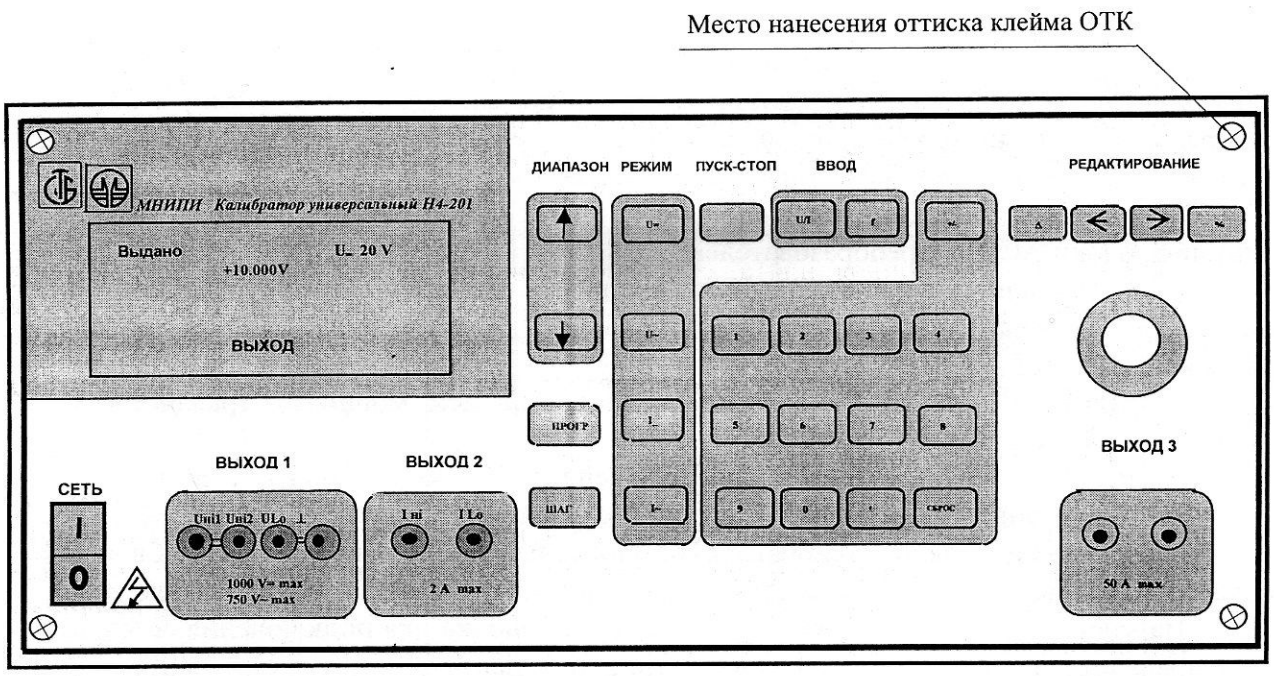
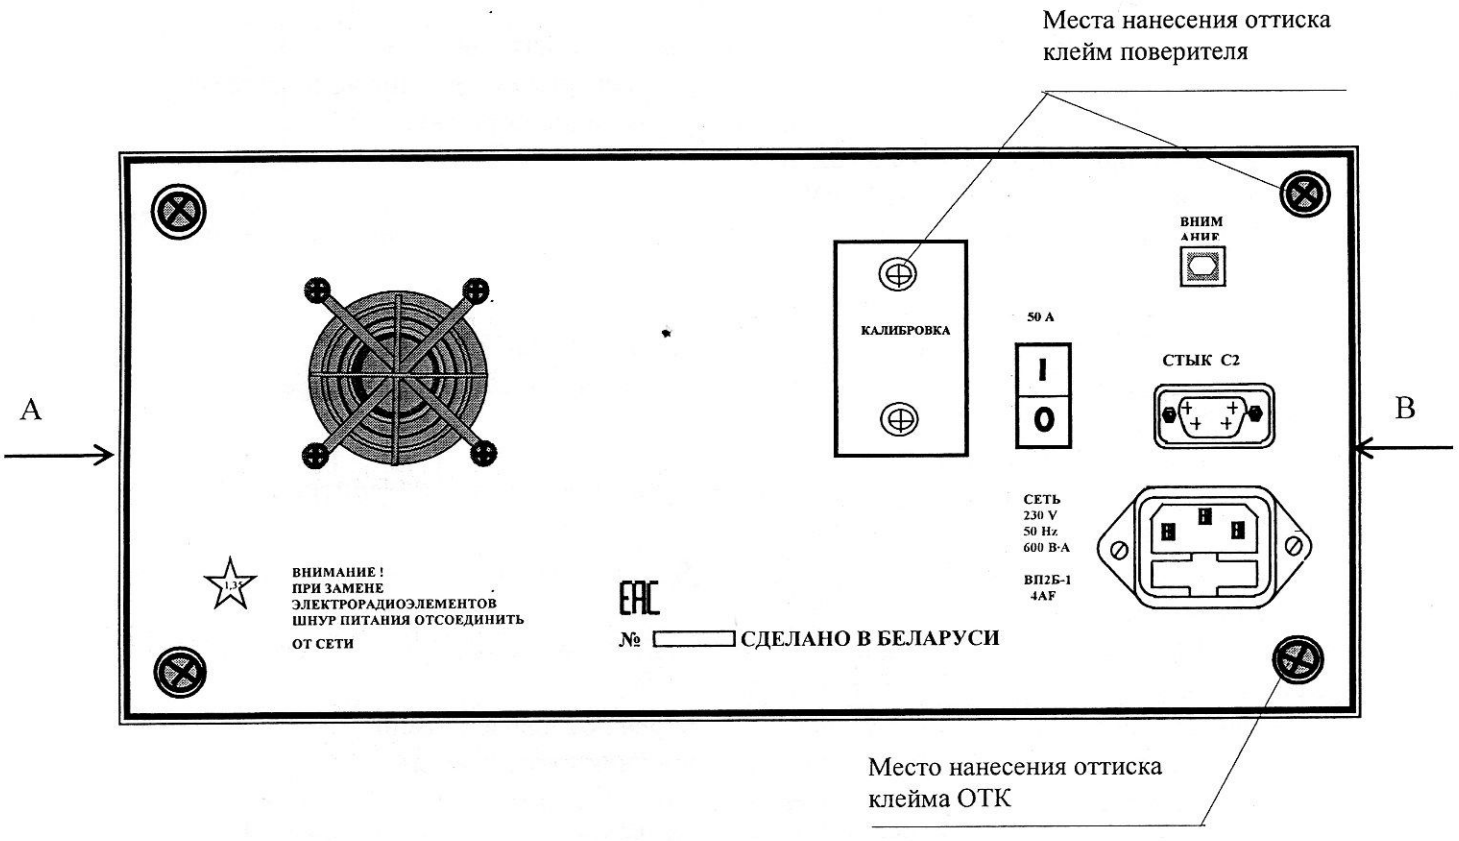
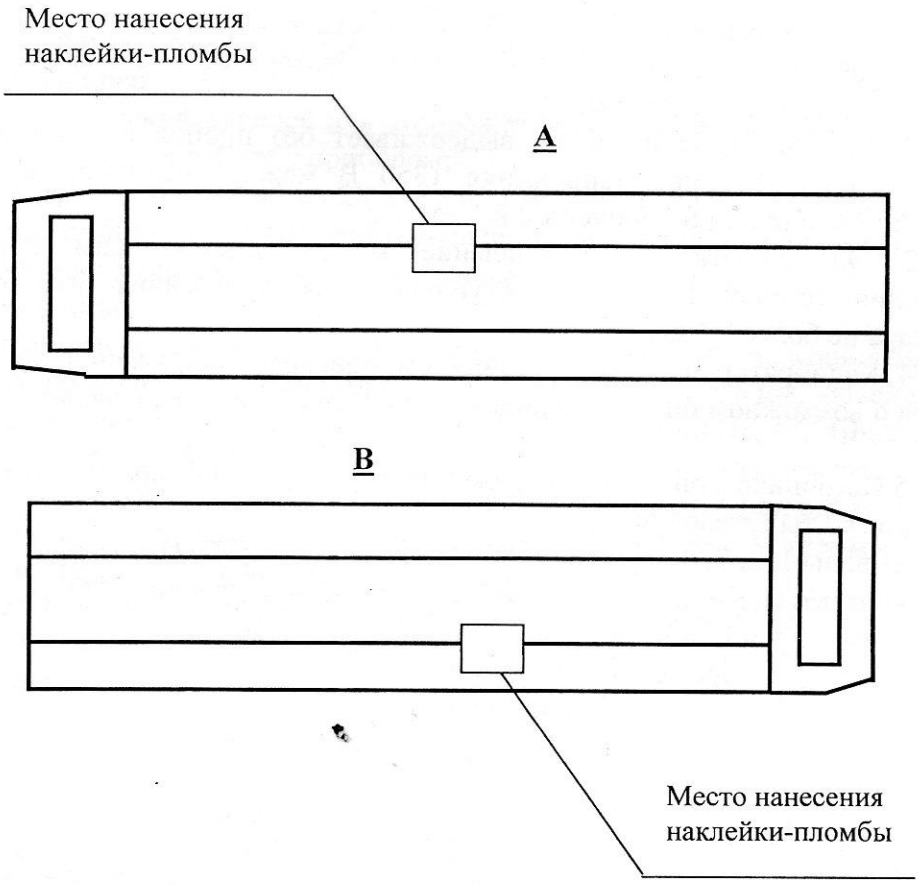

Рисунок 1.2 – Передняя панель калибратора. Места нанесения оттиска клейма ОТК
Рисунок 1.3 – Задняя панель калибратора.
Рисунок 1.4 – Боковые стенки калибратора.
1.5.3 На переднюю панель калибратора нанесен оттиск клейма ОТК (рисунок 1.2). На заднюю панель калибратора нанесены оттиск клейм ОТК и поверителя (рисунок 1.3). На боковые стенки калибратора нанесены наклейки-пломбы (рисунок 1.4).